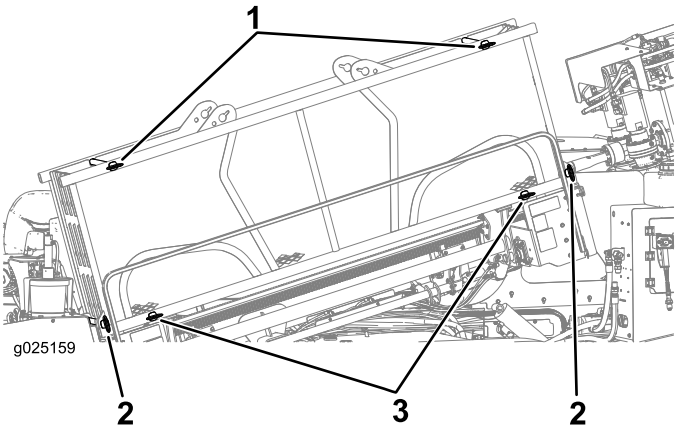

Rysunek 35
2. Upewnić się, że górny przedni i tylny oraz dolny przedni i tylny sworzeń kosza na żerdzie są włożone (Rysunek 35).